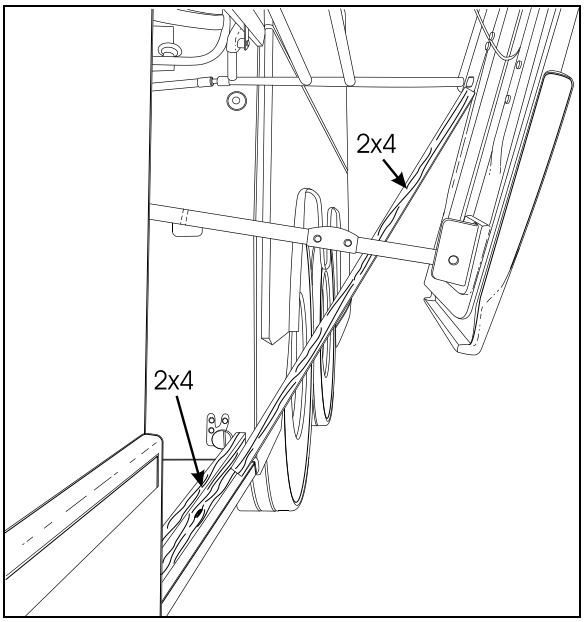

**FIGURE 66: PANTOGRAPH ADJUSTMENT** 18319
3. Install another piece of 2x4 between the first piece and the bottom of the pivot of the lowest (or shortest) pantograph arm, (Figure 66).